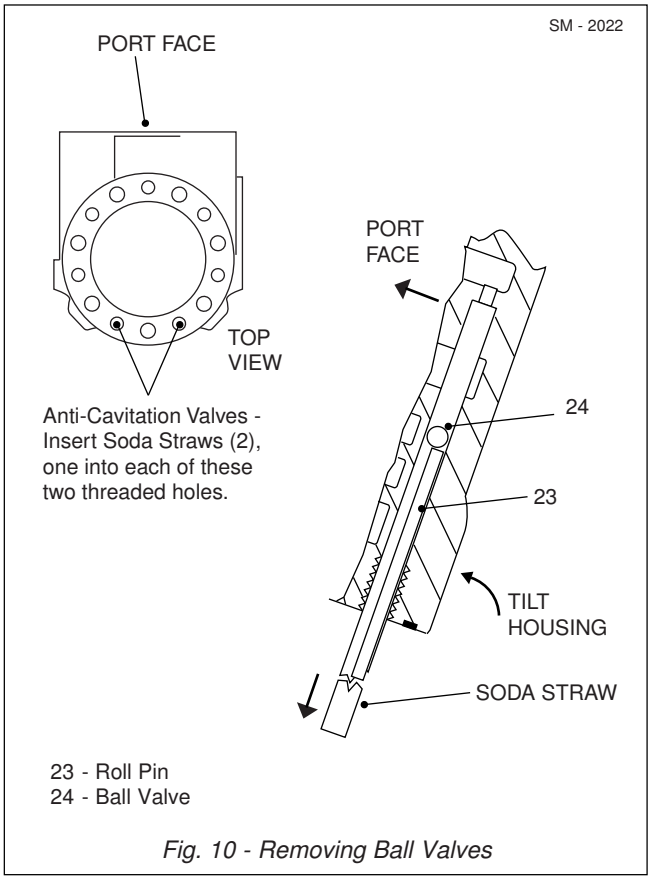

Fig. 10 - Removing Ball Valves
vice and tilt until roll pins (23) and ball valves (24) slide through the straws and out of the valve housing (7). Refer to Fig. 10.
16. Remove and discard 'O' ring (14), seal (17) and backup ring (18) from valve housing (7).
17. Using a thin blade screwdriver, pry dust seal (15) from valve housing (7). Take care not to damage dust seal seat.